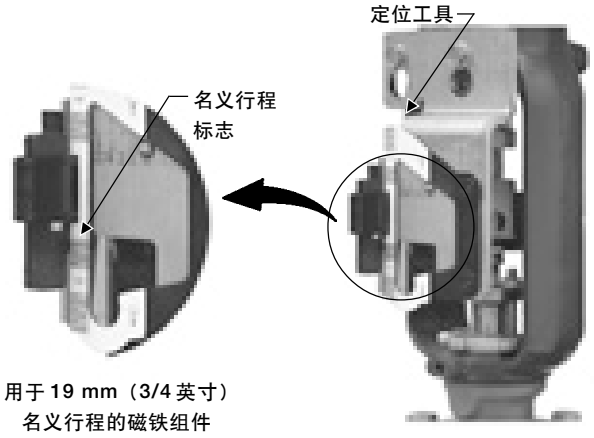

*图 2-4. 用于气开式磁铁组件的调整*
4. 找到与阀门实际行程对应的下端行程刻度。如图 2-4 所示。